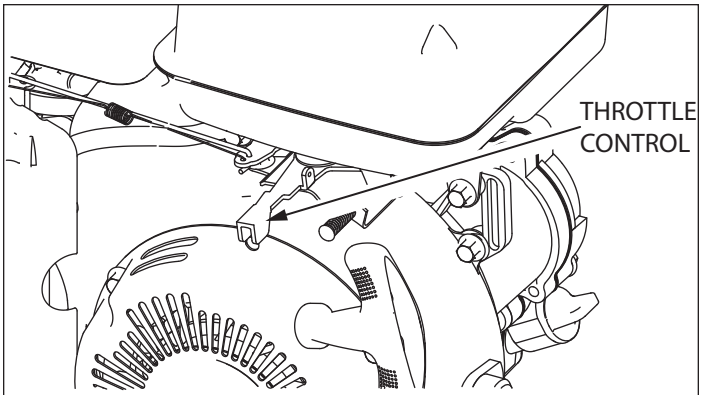

**FIGURE 3**
2. Move throttle lever 1/2 way between the **FULL** and **LOW** THROTTLE positions. *(This is not necessary on models with throttle fixed at full throttle position.)* **SEE FIGURE 3**.
8. After starting the engine, slowly move the choke lever to the **RUN** position as the engine warms up. Move throttle to desired speed. **SEE FIGURE 3 & 6**